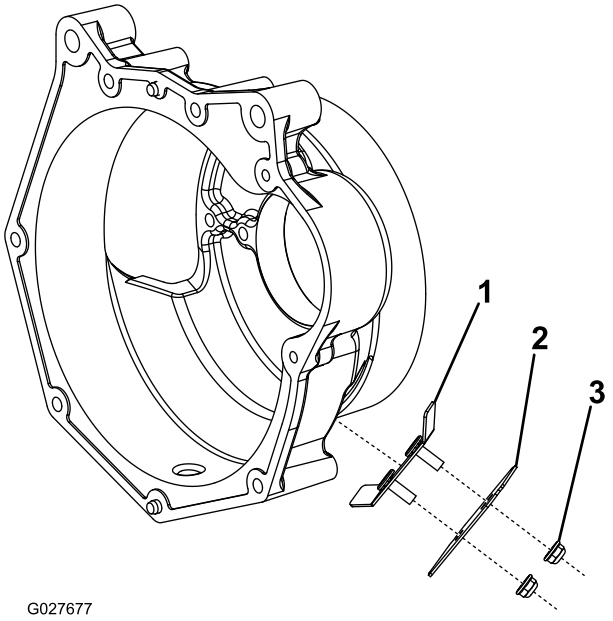

Bild 2
6. Stecken Sie die seitlichen Nasen der inneren Schutzvorrichtung in das Motorglockengehäuse (Bild 2).
7. Befestigen Sie die äußere Schutzvorrichtung mit zwei Bundkopfmuttern an der inneren Schutzvorrichtung (Bild 2).